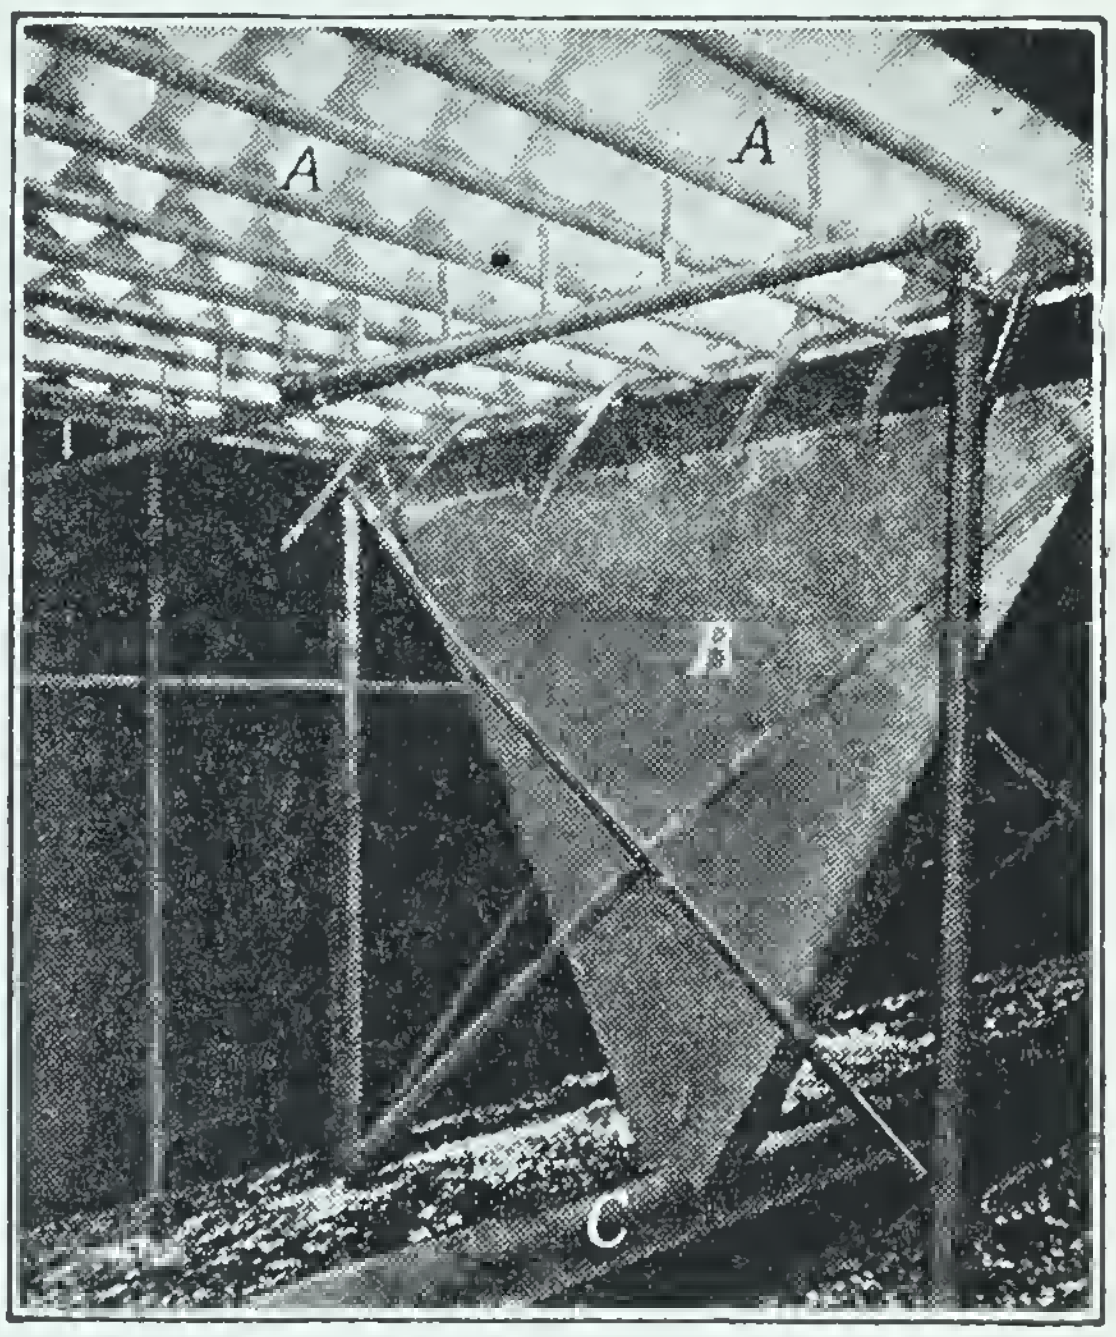

FIG. 101. Making carbon black by the partial burning of natural gas
4. ***Carbon black, or lampblack.*** Carbon black is the soot made by burning natural gas or fuel oil under special conditions. The air supply is limited, and the smoky flame is directed upon the under side of a cold metal plate on which the soot deposits (Fig. 101). Made in this way (or in some similar way) it is a very fine black powder. It is called carbon black or lampblack, according to the way it happens to